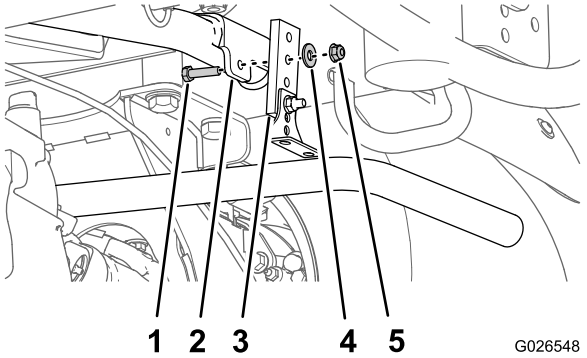

Figuur 3
2. Bij het uitsteeksel voor de montageplaat verwijdert u de bout, moer en ring waarmee de ophanging van de uitlaat aan het uitsteeksel is bevestigd. Verwijder de ophanging van de uitlaat (Figuur 3).